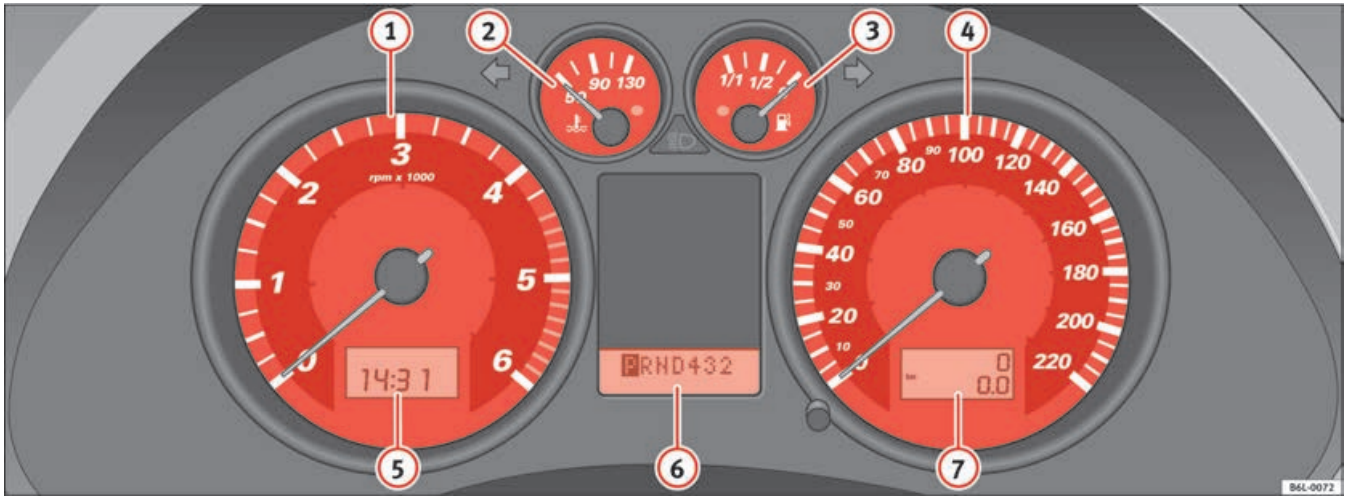

Fig. 32 Detailed view of instrument panel instrument panel
The start of the red zone on the dial ⇒ page 52, fig. 32 (1) indicates the maximum engine speed which may be used briefly when the engine is warm and after it has been run in properly. However, it is advisable to change up a gear or move the selector lever to D (or lift your foot off the accelerator) before the needle reaches the red zone.
– Turn the setting knob ⇒ page 52, fig. 32 (5) anti-clockwise to the stop to set the hour. If the knob is turned briefly anti-clockwise the clock will advance one hour further.